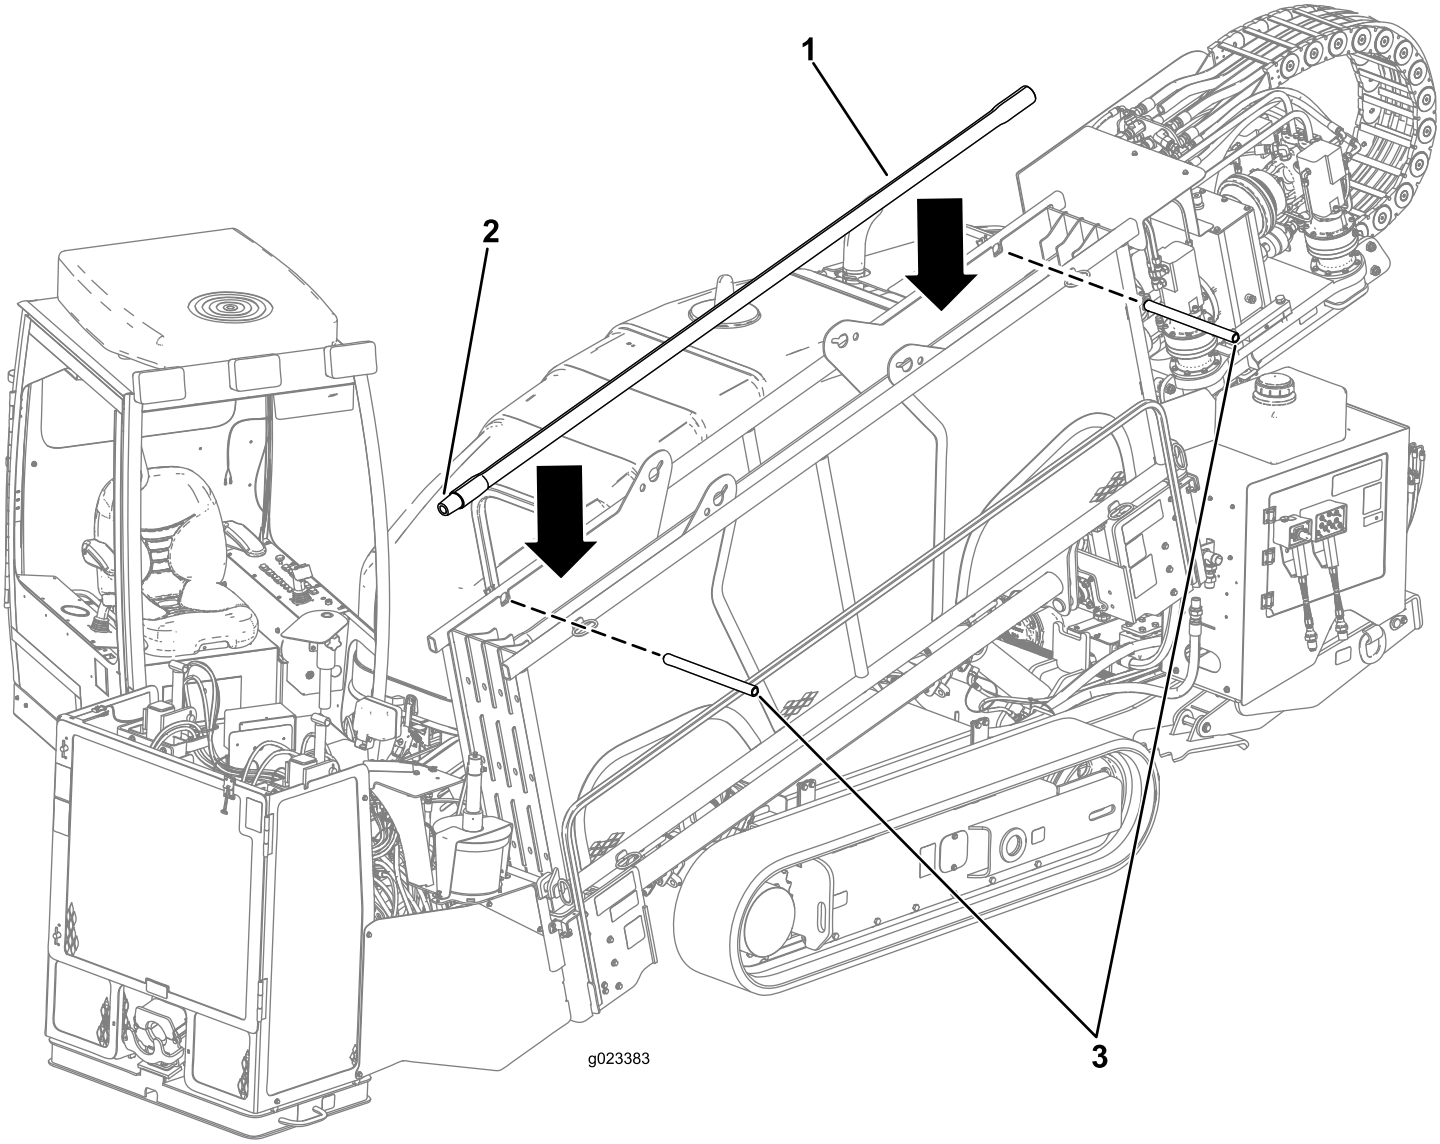

Rysunek 33
1. Usunąć sworznie z łbem płaskim i otworem na zawleczkę z kosza na żerdzie (Rysunek 33).
2. Włożyć żerdzie od góry końcem z gwintem zewnętrznym zwróconym w kierunku przodu urządzenia (Rysunek 33).